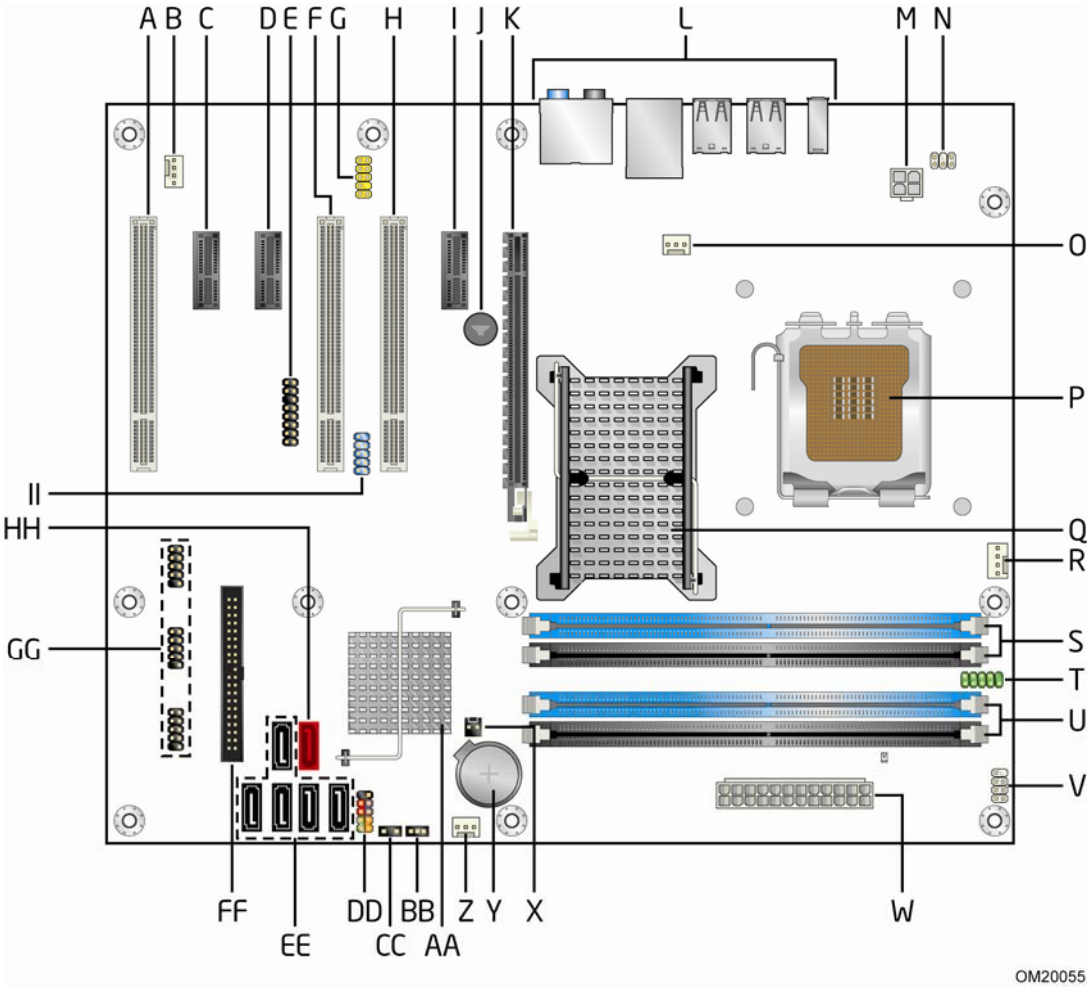

Figure 1. Major Board Components
2. Board Components Shown in Figure 1 13
Figure 1 shows the location of the major components.
Table 2 lists the components identified in Figure 1.
Table 2. Board Components Shown in Figure 1
Item/callout from Figure 1	Description